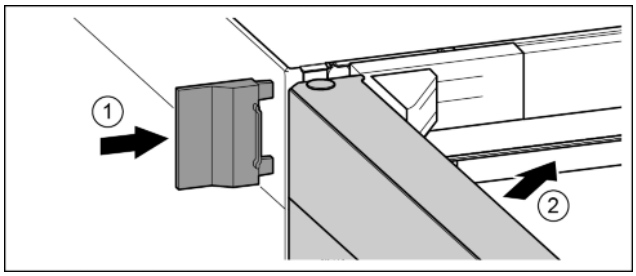

Fig. 24
▶ Push the external cover on. *Fig. 24 (1)*
▶ Close the upper door. *Fig. 24 (2)*